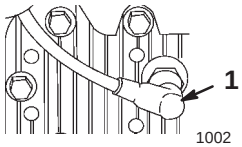

Figur 10
1. Sätt på tändkabeln på tändstiftet (figur 10).